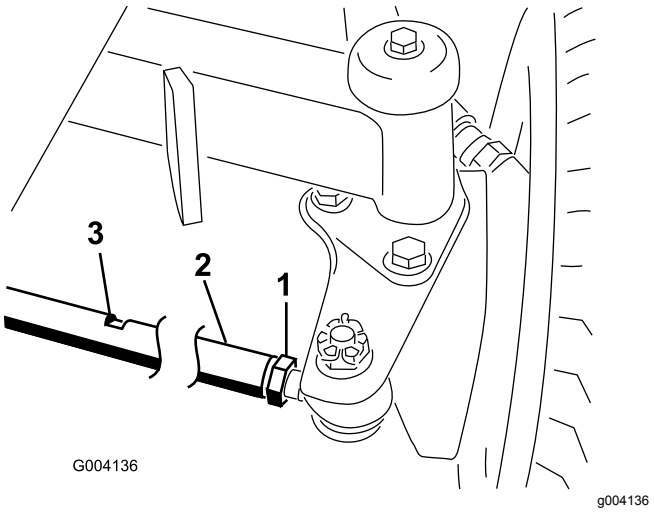

Figur 83
2. Løsne låsemutteren på begge ender av parallellstaget (Figur 83).